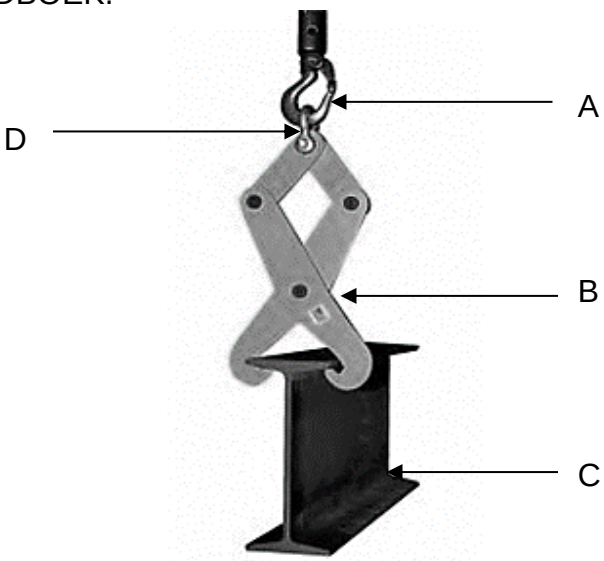

FIGUUR 4
5. 1 FIGUUR 4 toon komponente van 'n hefboomtoestel. Benoem die dele (A–D) in die ANTWOORDBOEK. (4)